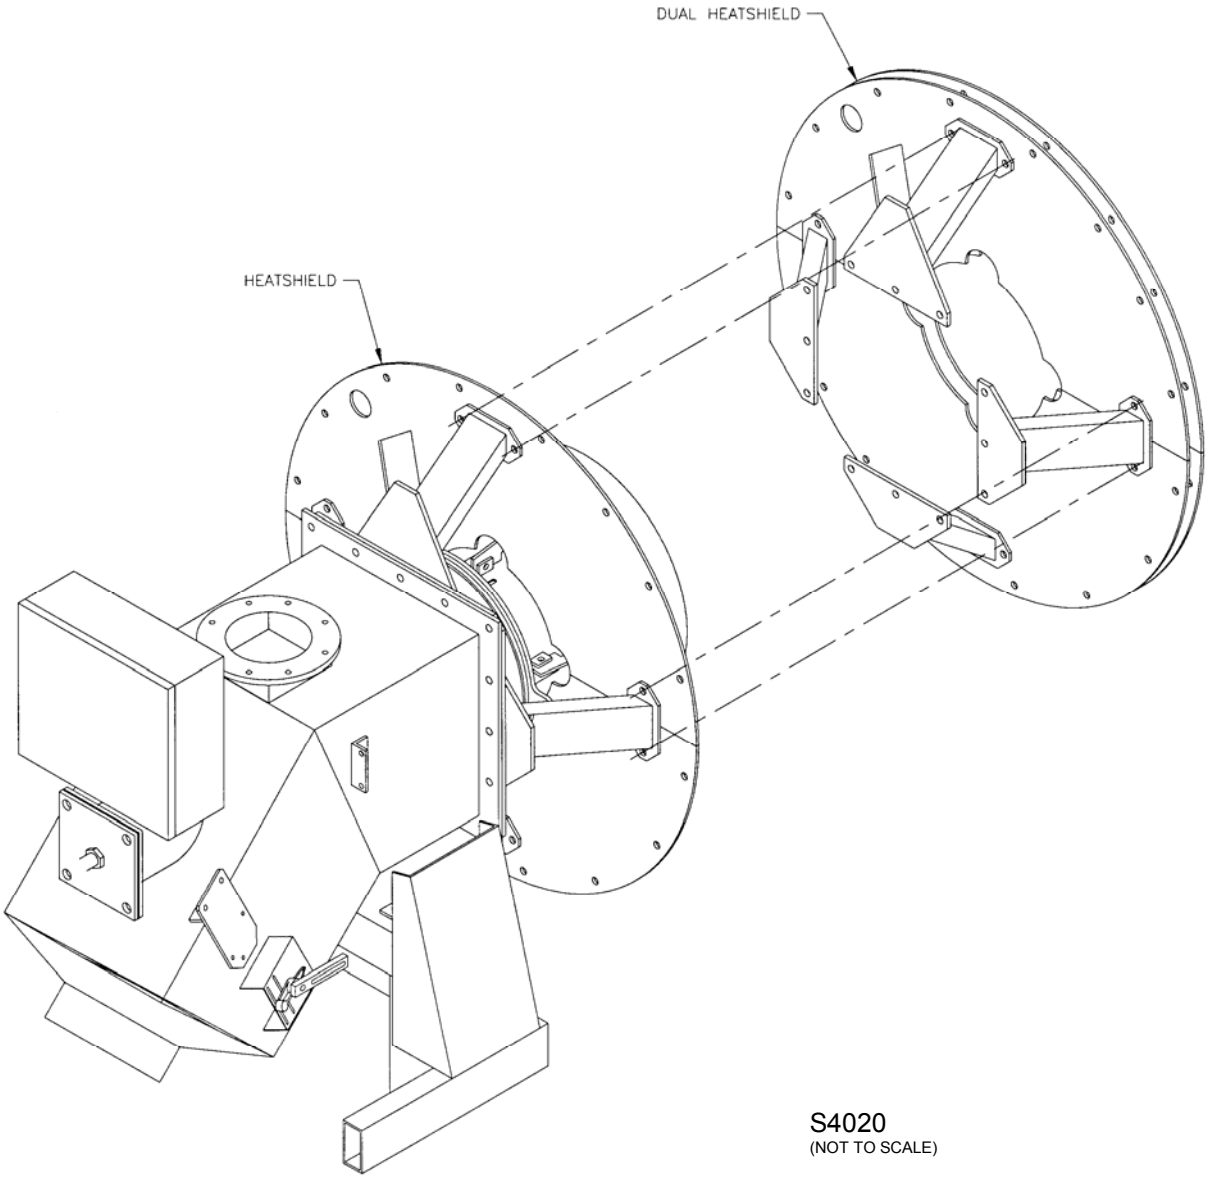

Figure 7. Installation of Dual Heatshield
4. Optional Dual Heatshield - Install the two sections of the optional dual heatshield, if applicable, as shown in Figure 7.